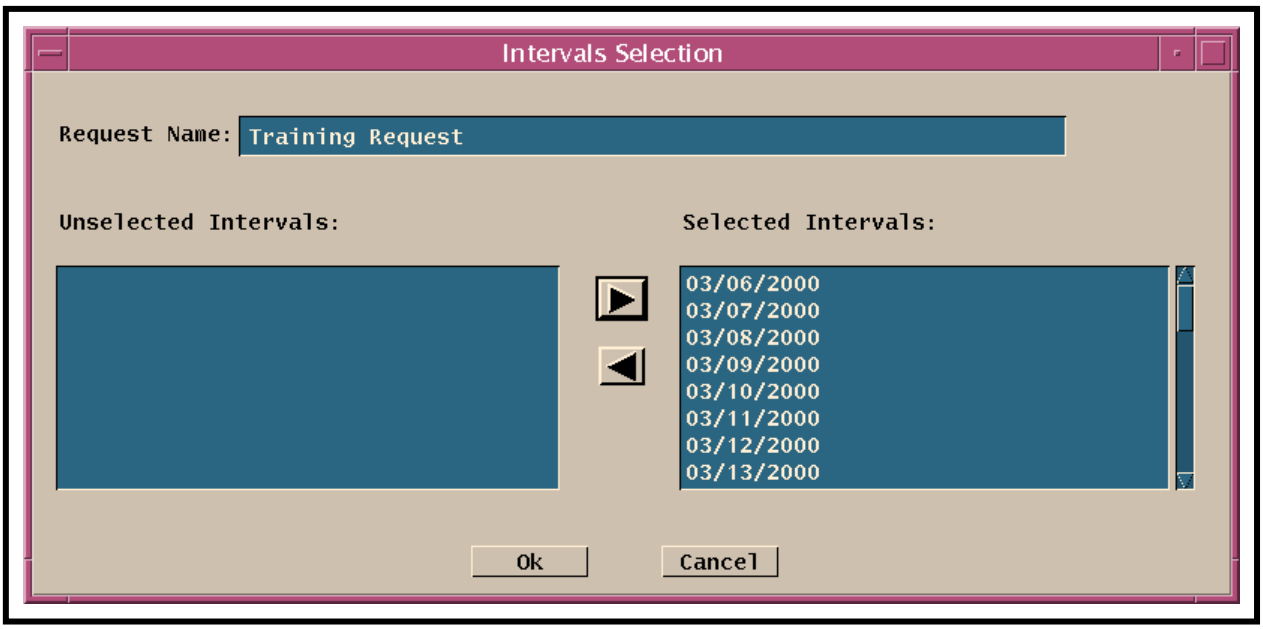

Figure 19. Resource Reservation Intervals Selection GUI
The **Interval…** button on the **Resource Reservation Request Edit/Definition** GUI (Figure 17) allows the person editing the resource reservation request to tailor a **frequency-based** request by overriding selected intervals. When the requester clicks on the **Interval…** button, a **Resource Reservation Intervals Selection** GUI (Figure 19) with the following pair of lists is displayed:
- The **Intervals Selection** GUI (Figure 19) is displayed.
- The **Interval Selection** GUI (Figure 19) is displayed.